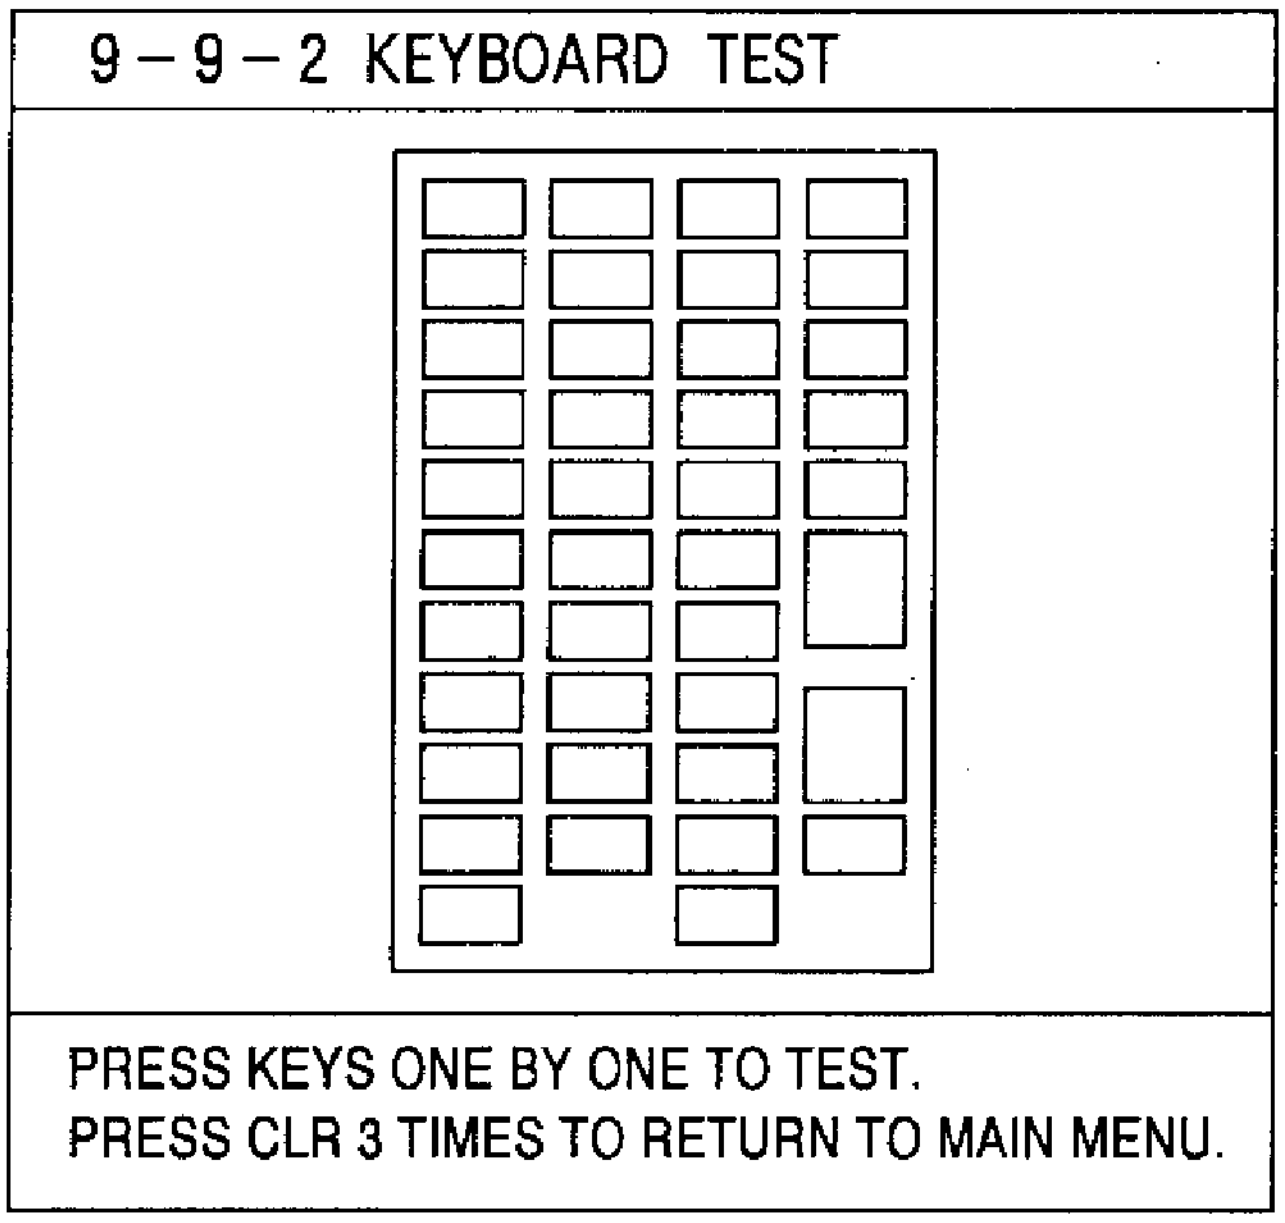

Figure 6-4 Keyboard test display
1. Press **MENU**, **9**, **9** and **2** to select KEYBOARD TEST. The display should look like Figure 6-4.